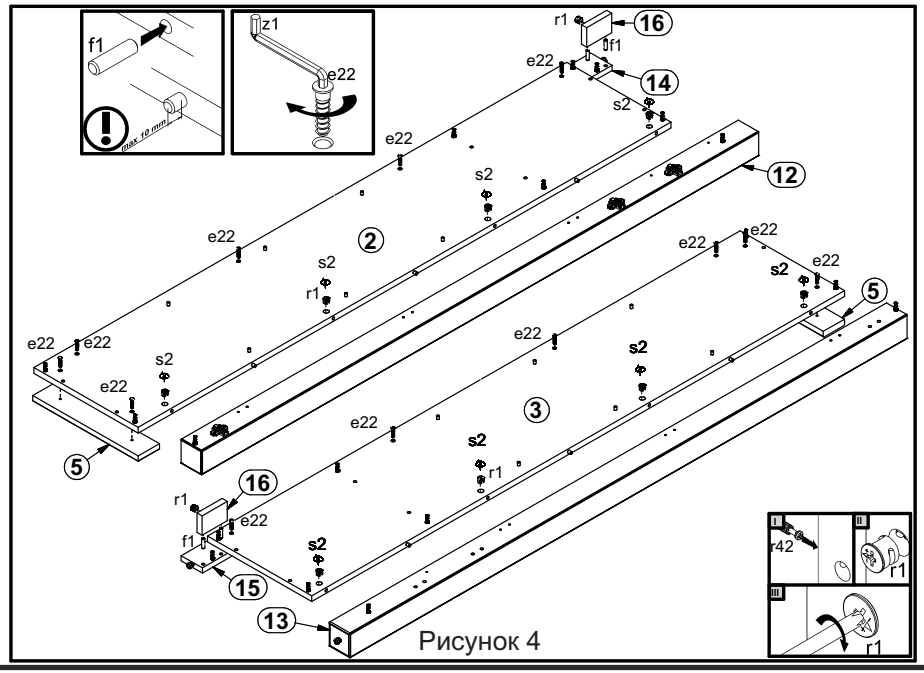

Рисунок 4
10. Соединить детали **2** и **14, 3 и 15** с помощью еврошурупов **e22.** Головки еврошурупов **e22** закрыть заглушками **s1(см. рис. 4)**.
11. Соединить детали **2** и **5, 3 и 5** с помощью еврошурупов **e22.** Головки еврошурупов **e22** закрыть заглушками **s1 (см. рис. 4)**.
12. Соединить детали **14 и 16, 15 и 16,** затянуть стяжки эксцентриковые **r1** с помощью ключа **z1(см. рис. 4)**.
13. Соединить детали **2 и 12, 3 и 13,** затянуть стяжки эксцентриковые **r1** с помощью ключа **z1(см. рис. 4)**.